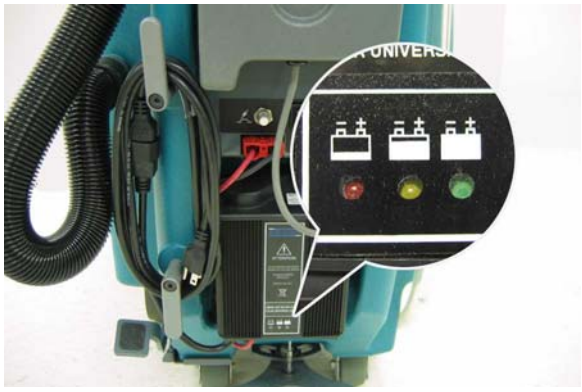

AFB. 33
6. Zodra de oplaadcyclus begint, gaan indicatielampjes branden en veranderen van rood via geel naar groen (afbeelding 33). Als het indicatielampje groen wordt, is de oplaadcyclus voltooid. Haal de opladerkabel uit het stopcontact.